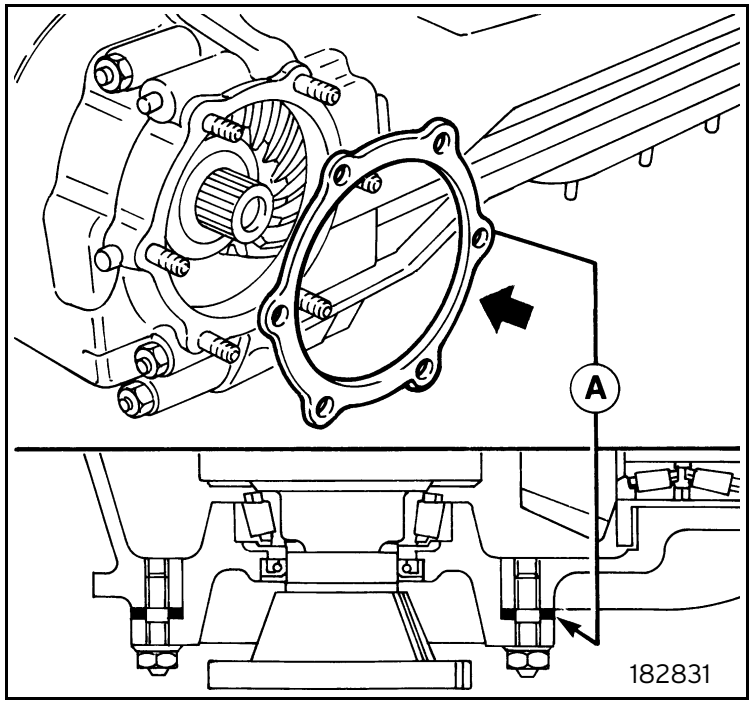

Fig. 31
- Fit the specified tentative adjustment shims A (figure 31):